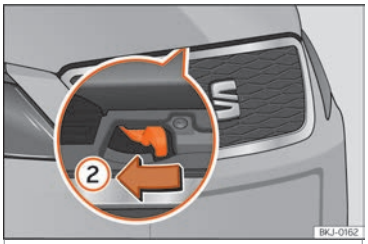

Fig. 12 Alavanca sob o capô.
- Para levantar o capô, pressione para a esquerda a alavanca situada sob o capô, no centro ››› Fig. 12 ②. Os ganchos de fixação ficam desbloqueados.